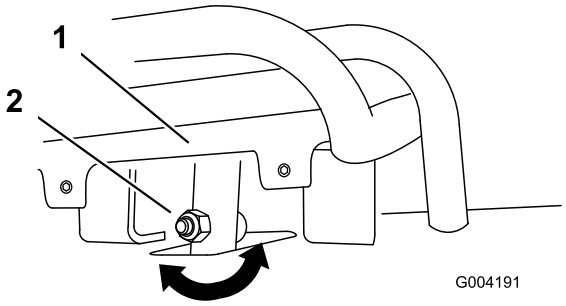
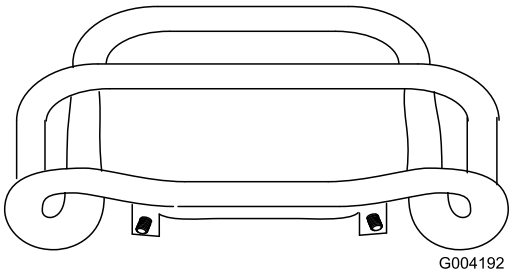

**Figuur 50**
**Figuur 51**
4. Als de voorzijde van de tractiebediening niet gelijk en recht tegen de referentiebalk rust, draai dan de flensmoer en bout van de tractiebediening los (Figuur 50).
5. Stel de tractiebediening zo af, dat deze gelijk en recht tegen de referentiebalk rust als de bediening recht naar achteren wordt getrokken (Figuur 50 en Figuur 51).